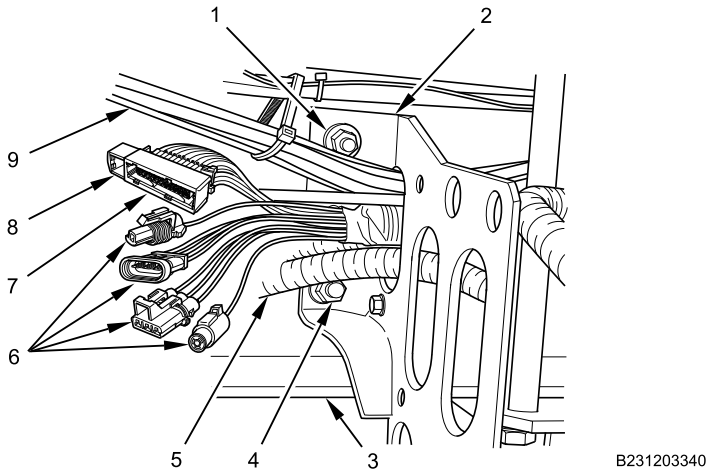

Figure 8. Air Dryer Bracket.
11. Unlock connector locking tab (Figure 8, Item 8) and disconnect 12-cavity electrical connector (Figure 8, Item 7) located at air dryer bracket.
12. Disconnect four electrical connectors (Figure 8, Item 6).
13. Remove wiring harness, air lines (Figure 8, Item 9), and transfer case oil cooler hoses (Figure 8, Item 5) from air dryer bracket (Figure 8, Item 2).
14. Remove nuts (Figure 8, Item 1 and 4), bolts, and air dryer bracket (Figure 8, Item 2) from frame rail (Figure 8, Item 3).